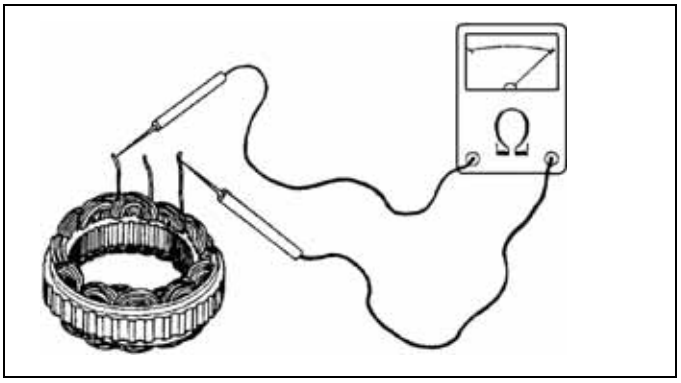

Fig. 5-18
a. Check for continuity between the leads of the stator coil, page 5-7, Fig. 5-18. If there is no continuity, the stator coil is defective. Replace the stator assembly.